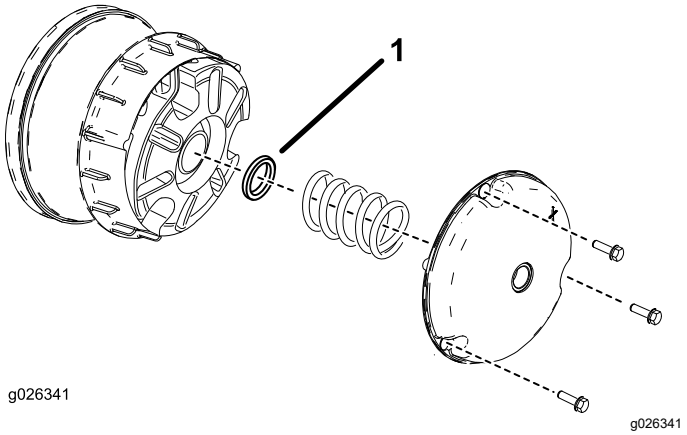
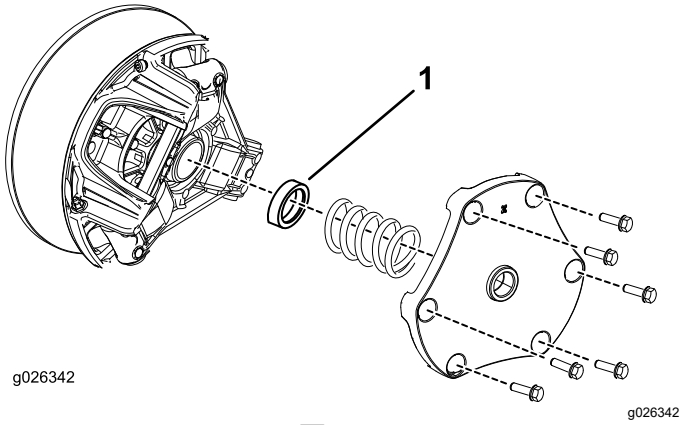

図 12
図 13
1. 一次クラッチカバーを固定しているボルトを外す 図 12 と 図 13。
2. スプリングを外し、スペーサを取って廃棄する 図 12 と 図 13を参照。